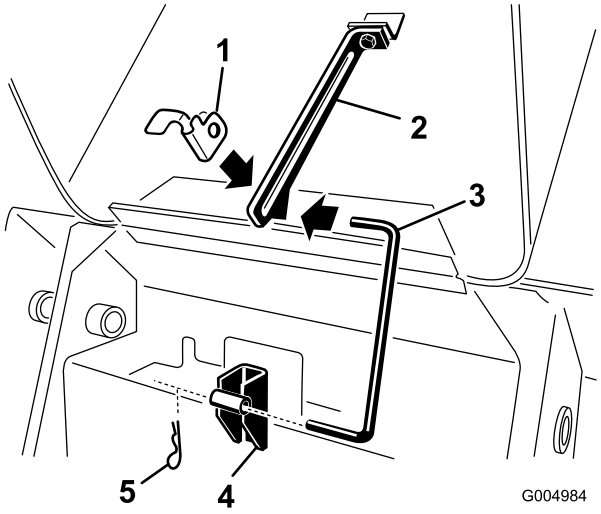

**Figur 40**
3. Dra ut hårnålssprinten från den nedre änden på huvens stötta och dra ut stöttan ur fästkonsolerna och fliken för stöttan (Figur 40).
7. Montera stöttan i fästkonsolerna och fliken för stöttan och säkra den med hårnålssprinten (Figur 40).